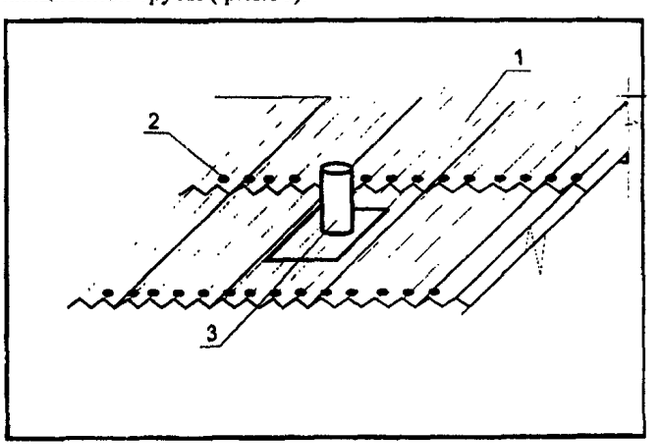

Рисунок 11.
2.18. Вентиляционные трубы Ондулин для пропуска вентканалов через кровлю устанавливают поверх листов Ондулин с креплением по каждой волне на стыке с листами. Лист верхнего ряда должен иметь нахлест поверх основания вентиляционной трубы (рис.11).